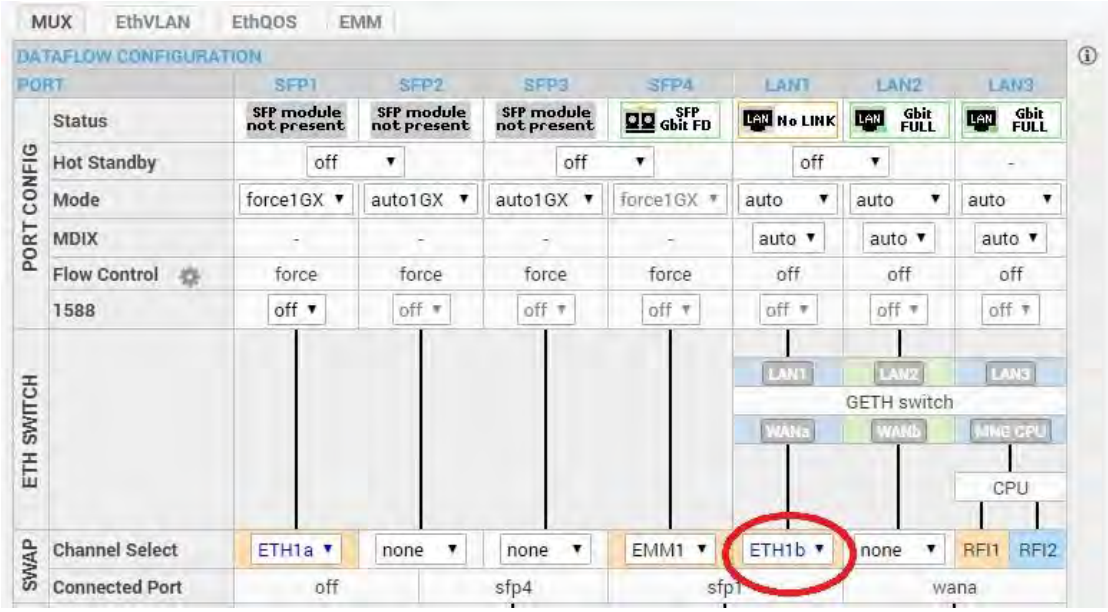

Figure 5.5 *Example of WAN port and data channel interconnection*
2) In the same page interconnect one of WAN ports with ETH1b data channel by choosing it in ‘ Channel Select’ drop-down thus enabling remote MNG access (refer to ***Figure 5.5***). Note that MNG port must be in the same group as chosen WAN port